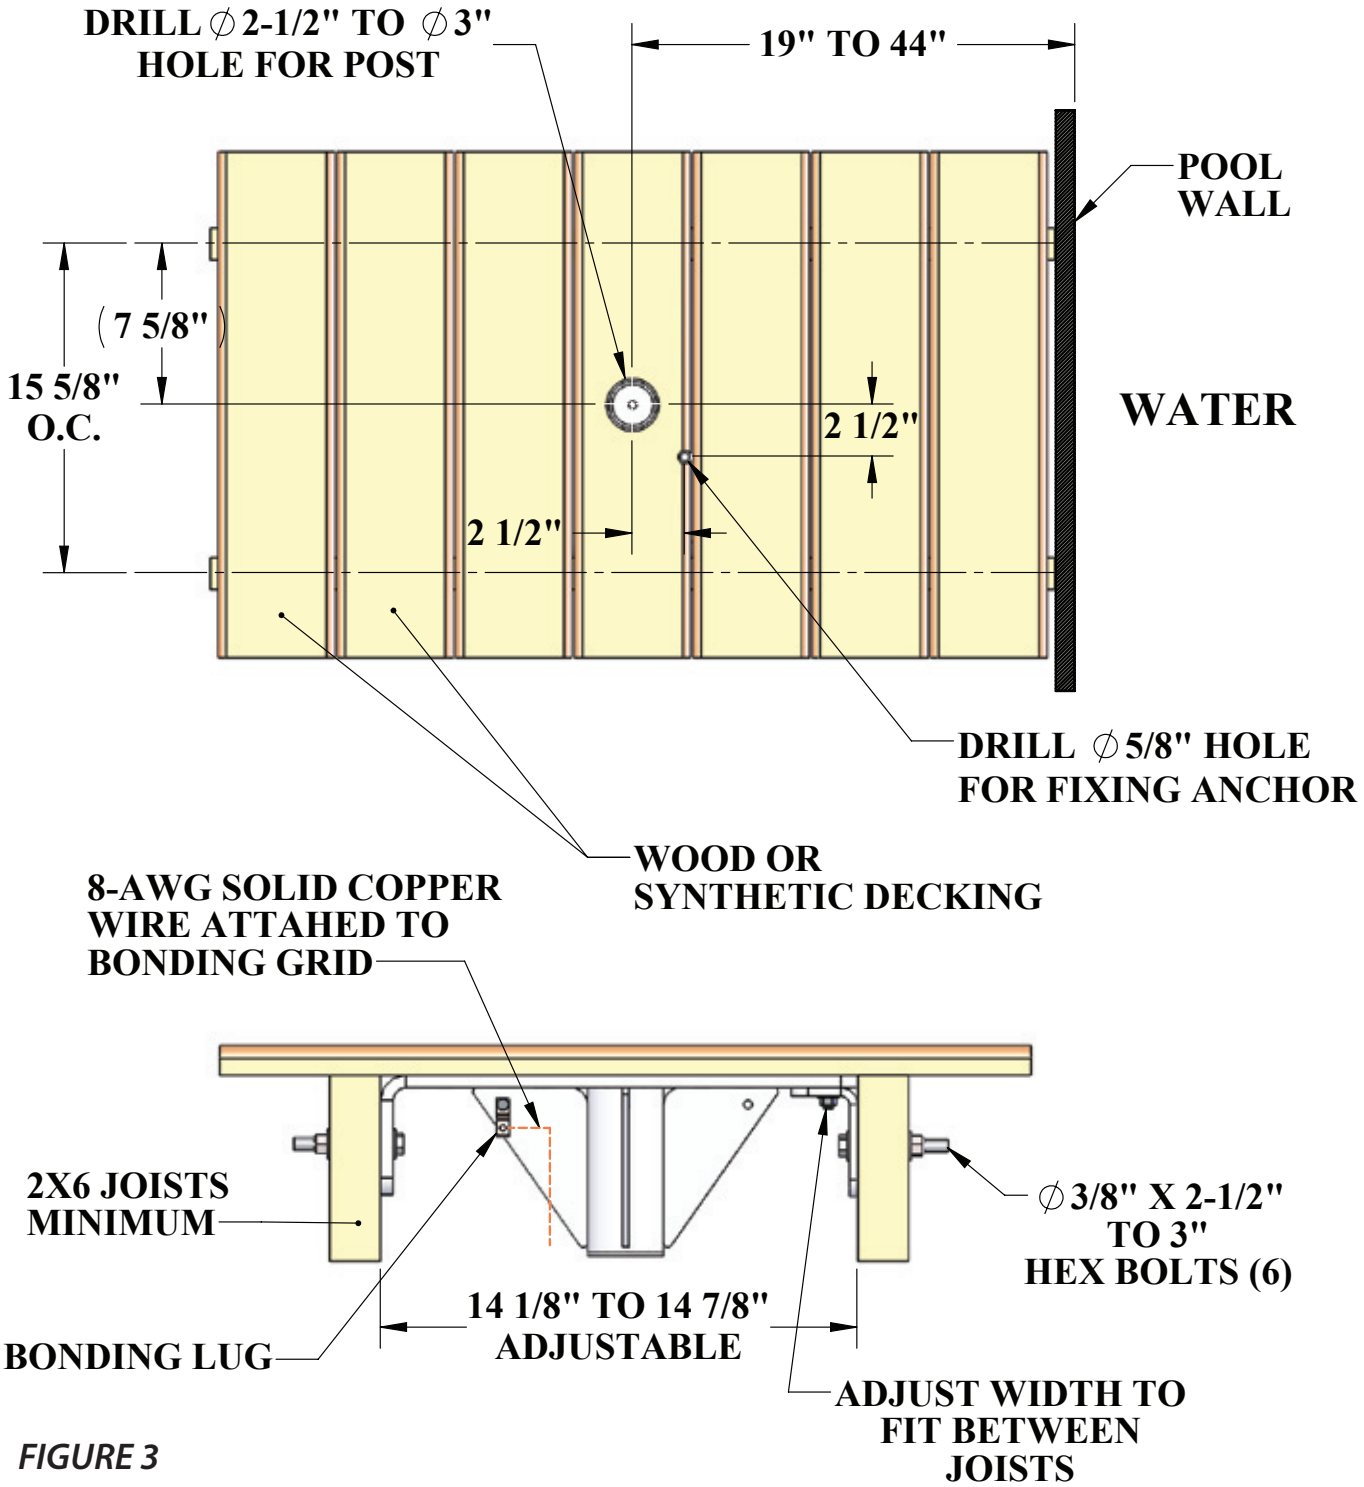

*FIGURE 3*
**Refer to FIG 3 on the next page for the following step-by-step instructions:**
2. **Before drilling the main hole, measure 2 1/2" over and 2 1/2" down (See FIG 3 on page 4) and mark the 5/8" hole center for the fixing anchor.**
5. **Mark the center of the six (6) holes for the mounting brackets.**